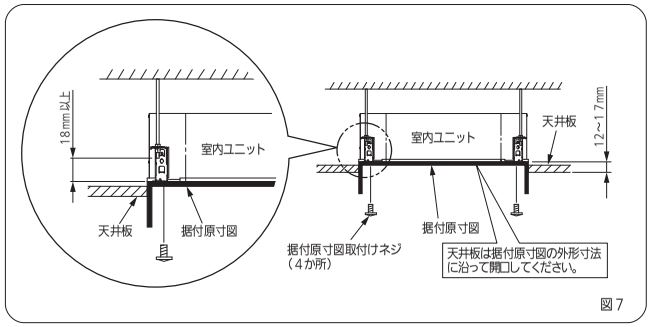

図7
2. 吊りボルトの長さは、下図（図7）のように本体下面から 18mm 以上 隙間があくようにしてください。